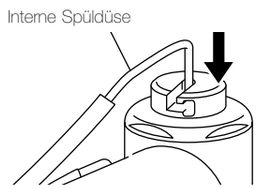

Abb. 15
② Stecken Sie die Spüldüse in die Öffnung auf dem Druckknopf (Abb. 15).
③ Während Sie den Druckknopf halten, bewegen Sie die interne Spüldüse nach rechts in die Aussparung, um sie zu arretieren.
(2) Externe Spüldüse